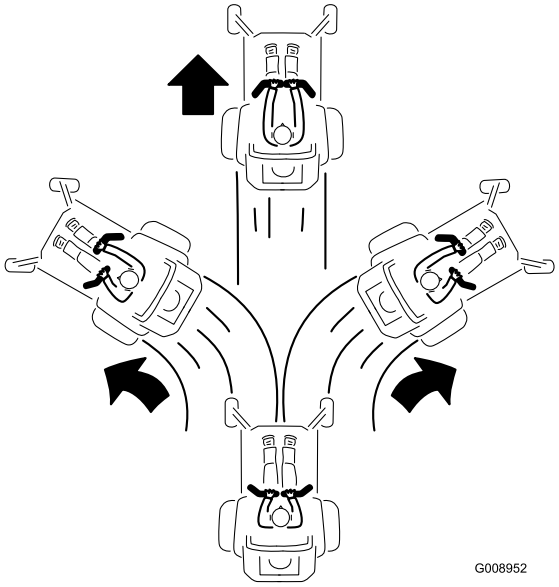

Figur 17
2. Kör framåt genom att försiktigt föra rörelsereglagespakarna framåt (Figur 17).
Du kör rakt genom att trycka lika mycket på båda rörelsereglagespakarna (Figur 17).
För att svänga lättar du på trycket på den rörelsereglagespak som är närmast det håll som du vill svänga åt (Figur 17).